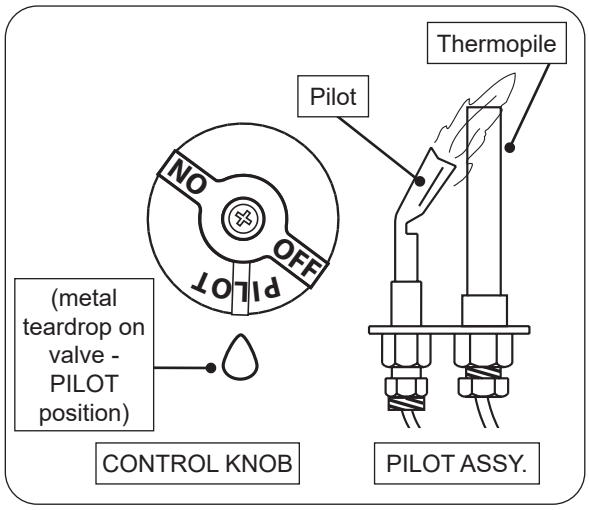

Fig. 27-1 Pilot lighting
3. Locate the pilot assembly on the side or rear of the burner pan (see Fig. 27-1).
4. Turn the control knob counterclockwise ↶ to **PILOT**. Push the knob **firmly and fully** in and hold. Hold a lighted long-stem match/ long-necked butane lighter near the thermopile to light the pilot.Continue to hold the knob in for about one (1) minute after the pilot is lit. Release the knob and it will pop back out. The pilot will remain lit. See Fig. 27-1. If it goes out, repeat steps 2-4.